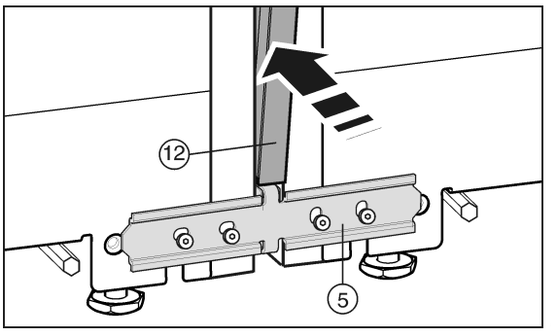

*Fig. 27*
Antes de colocar la tira tapajunta *Fig. 27 (12)*, presione los dos listones el uno contra el otro en toda su longitud. De esta forma resulta más fácil introducir la regleta en la ranura. Utilice un paño suave para aplicar presión en la regleta; de esta manera evitará la aparición de abolladuras en la superficie de la tira tapajunta. Introduzca la regleta en la ranura con cuidado y manteniéndola recta para lograr una unión óptima.
▶ En la parte delantera, presione la tira tapajunta *Fig. 27 (12)* larga hacia el interior de la ranura vertical. Procure que la regleta descanse sobre la chapa de unión *Fig. 27 (5)*.